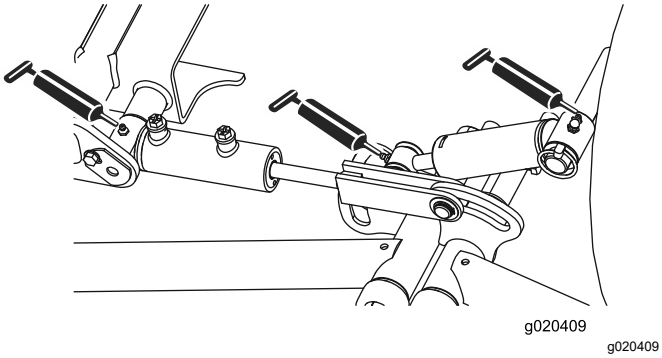

**Figur 46**
- Fremre løftearmstapper og løftesylindre (3 hver). Se Figur 46.